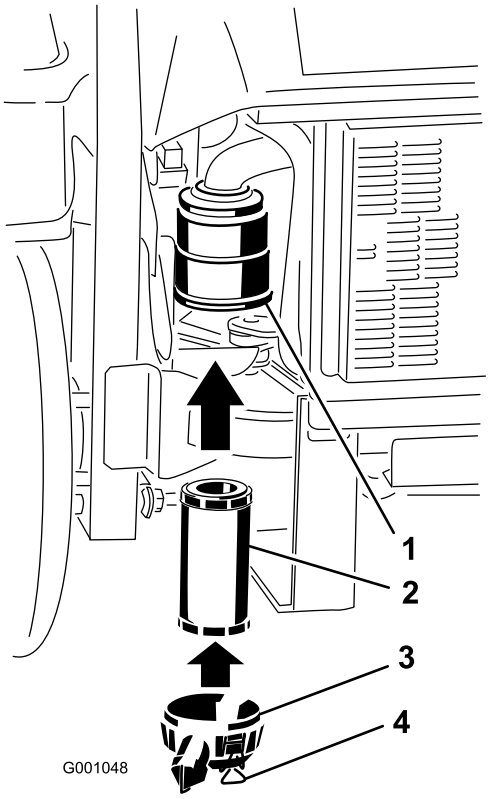

Figur 28
2. Isæt forsigtigt det nye filter i filterhuset (Figur 28). Sørg for, at det er helt på plads ved at skubbe på filterets yderste kant, mens det installeres.
3. Monter luftfilterdækslet, og fastgør låsene (Figur 28).